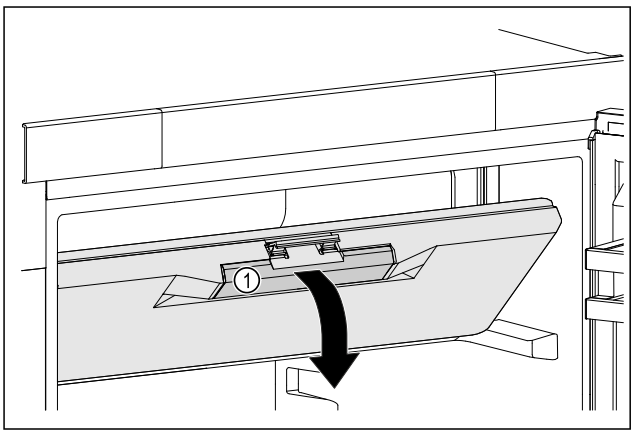

Fig. 45
▶ Ta i frysfacksdörren på det nedsänkta handtaget *Fig. 45 (1)*.